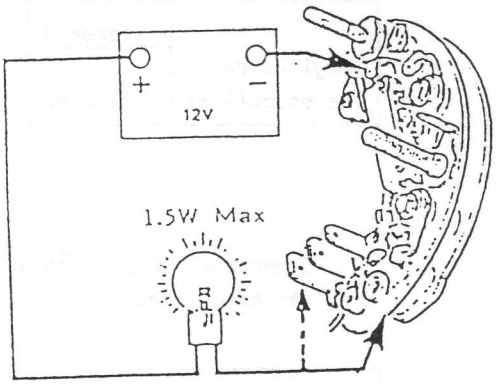

Fig. 10.35
1. Conecte una fuente de alimentación de 12 V. (c.c) a través de una lámpara de prueba de 1,5 vatios como máximo, instalada de tal manera que forme un circuito al conectarla a uno de los diodos (Fig. 10.35)